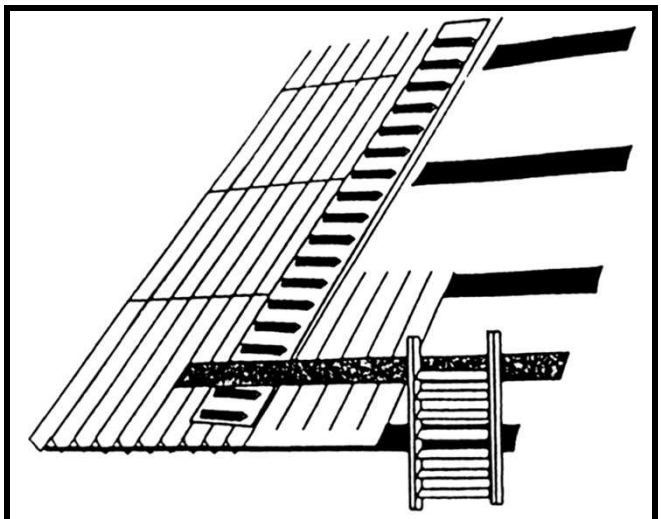
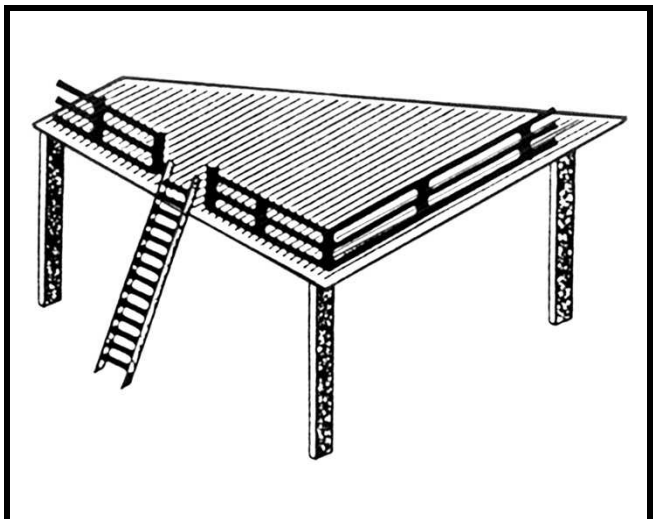

Figura 1
Figura 2
- Necessidade de montagem de passarelas, escadas (figura 1), guarda-corpos (figura 2) ou estruturas sobre o telhado para facilitar a manutenção de telhas, calhas, claraboias, chaminés, lanternins, etc;